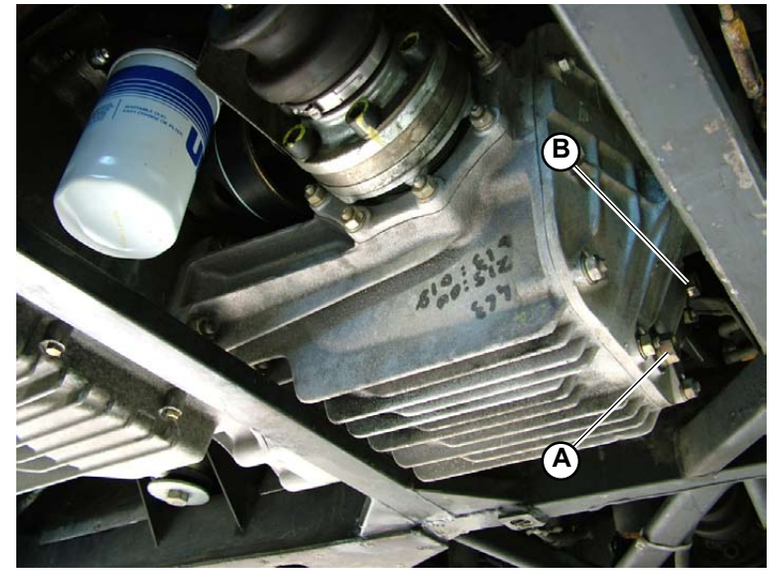

Fig.1
- Remove the draining plug (**A-Fig.1)** and allow the differential oil to drain out; clean the plug and then tighten it to the prescribed tightening torque:
- Pour in oil of the prescribed type through the filler (**B-Fig.1**) until the oil level reaches the lower edge of the filler; clean the plug and then tighten it to the prescribed tightening torque: